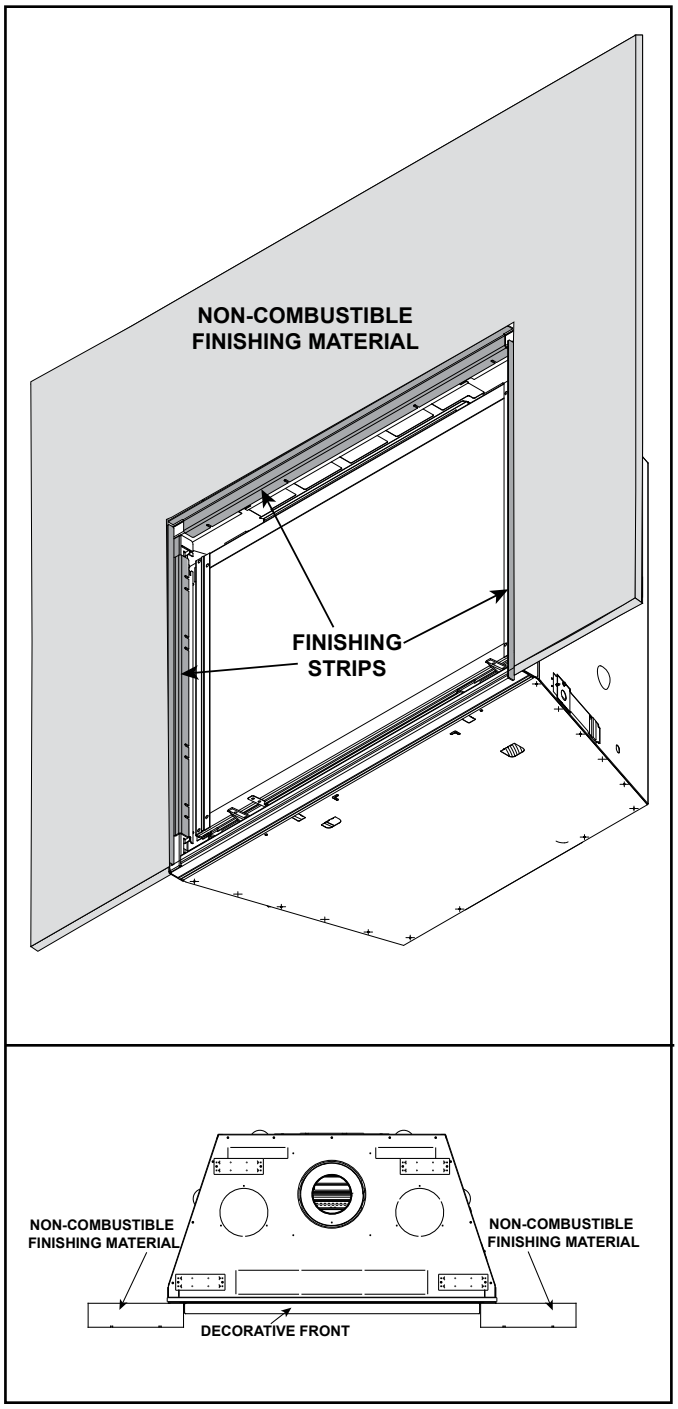

Figure 10.15 Non-Combustible Finishing Material Thickness Greater Than One Inch - Finishing Strips Required
A. Finish material 1-6 inch thick: Use this method with overlap fronts installed as inside fit. See Figure 10.15.